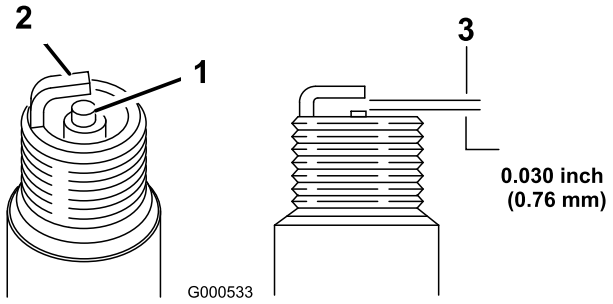

Figura 18
5. Ajuste la distancia entre los electrodos a 0.76 mm (0.03 pulgadas) (Figura 18).